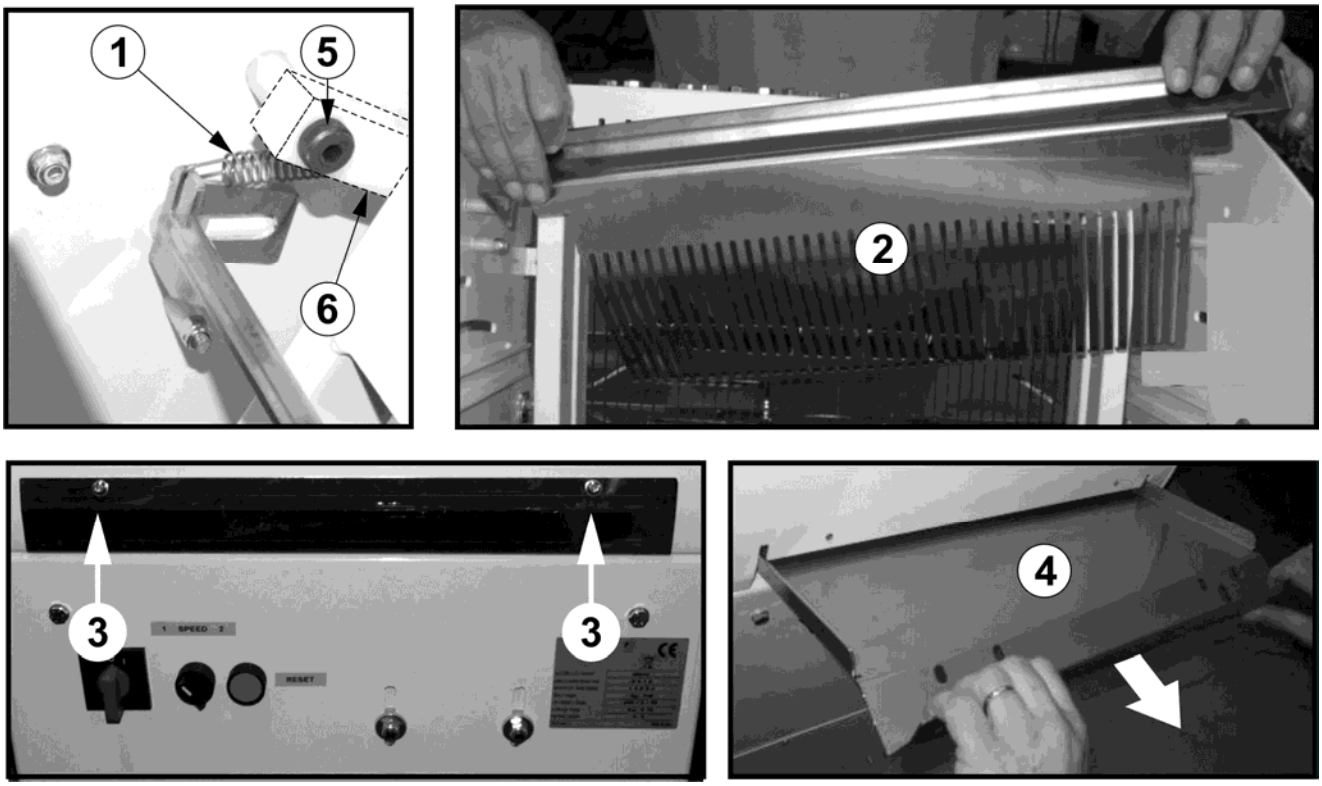
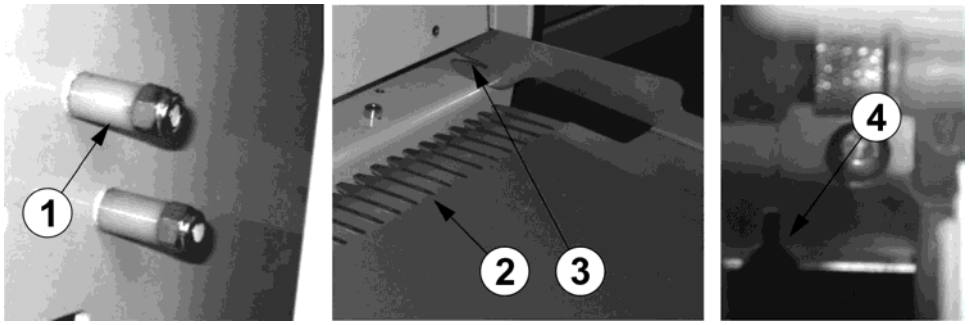

Figura 12
Figura 14
9. Con una pinza scollegare le molle rif. 1 (una per lato) dal punto di aggancio sul premi pane Figura 12;
20. Ri-inserire il premi pane rif. 2 Figura 12 lentamente (attenzione a non urtare le lame) e infilarne le sedi alle estremità sui perni rif.1 Figura 14Figura 14. **Controllare la centratura del pettine tra le lame(un'errata centratura potrebbe far toccare il pettine sulle lame danneggiandole)**, verificando che le rondelle in plastica rimangano all'esterno delle sedi di aggancio;
21. Rimontare le molle rif. 1 Figura 12 usando una pinza ricurva;
22. Ri-inserire lo scivolo del piano di carico rif.4 Figura 12 e rif.2 Figura 14 con i denti centrati tra le lame. Attenzione a sovrapporre lo scivolo al piano di uscita del pane facendo attenzione a non danneggiare le lame;
24. Bloccare lo scivolo rif. 4 con le due viti rif. 3 Figura 12;
• Le bielle rif.6 Figura 12 sono consumate	- sostituirle